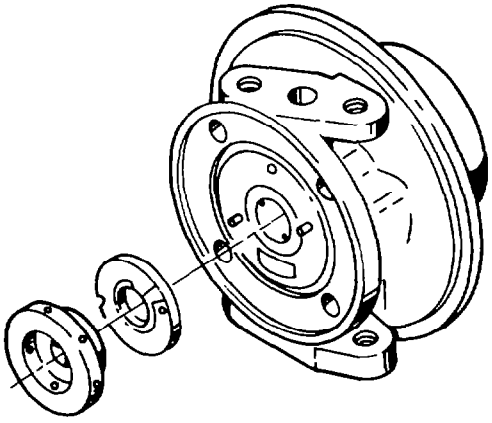

Fig. 152 — Installing Thrust Bearing and Thrust Collar
g. Install the compressor end inboard circlip (item 16), wear washer (item 15) and journal bearing (item 13). Fit the thrust spacer (item 12) to the centre housing; the holes in the thrust spacer must engage the spring pins (item 14); fit the thrust collar (item 17) to the centre housing (see fig. 152).